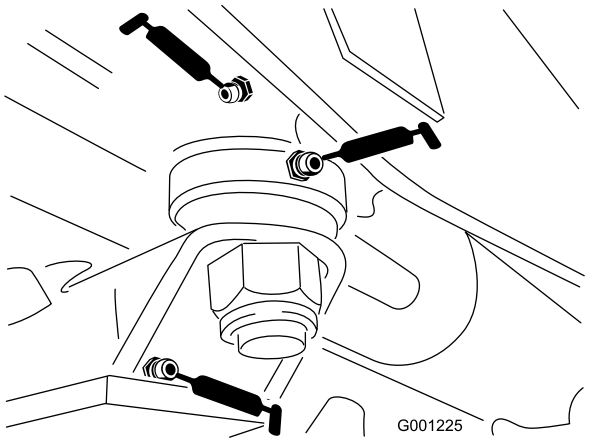

Figuur 42
- Lagerbussen van stuurplaat (Figuur 42)
- Lagerbus van draaipen (Figuur 42)